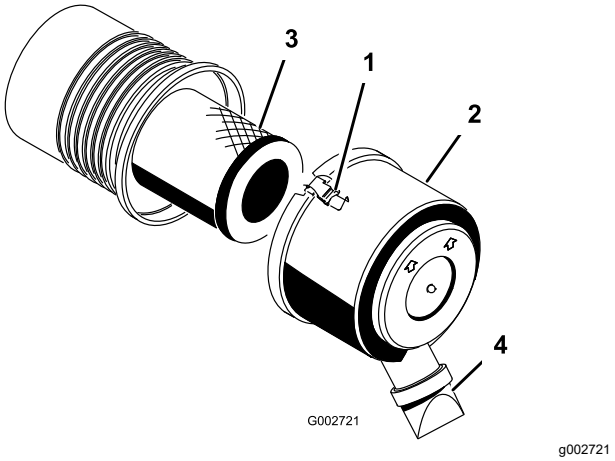

**Figur 27**
1. Lossa spärrhakarna som fäster luftrenarkåpan på luftrenarhuset (Figur 27).